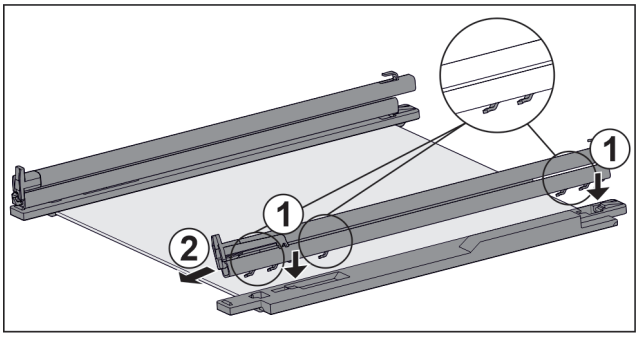

Fig. 115 Glass shelf with rails and retaining parts
▶ Place rail hooks onto the openings of the **left** retaining part. *Fig. 115 (1)*
▶ Push rail forwards. *Fig. 115 (2)*
▶ Place rail hooks onto the openings of the **right** retaining part. *Fig. 115 (1)*